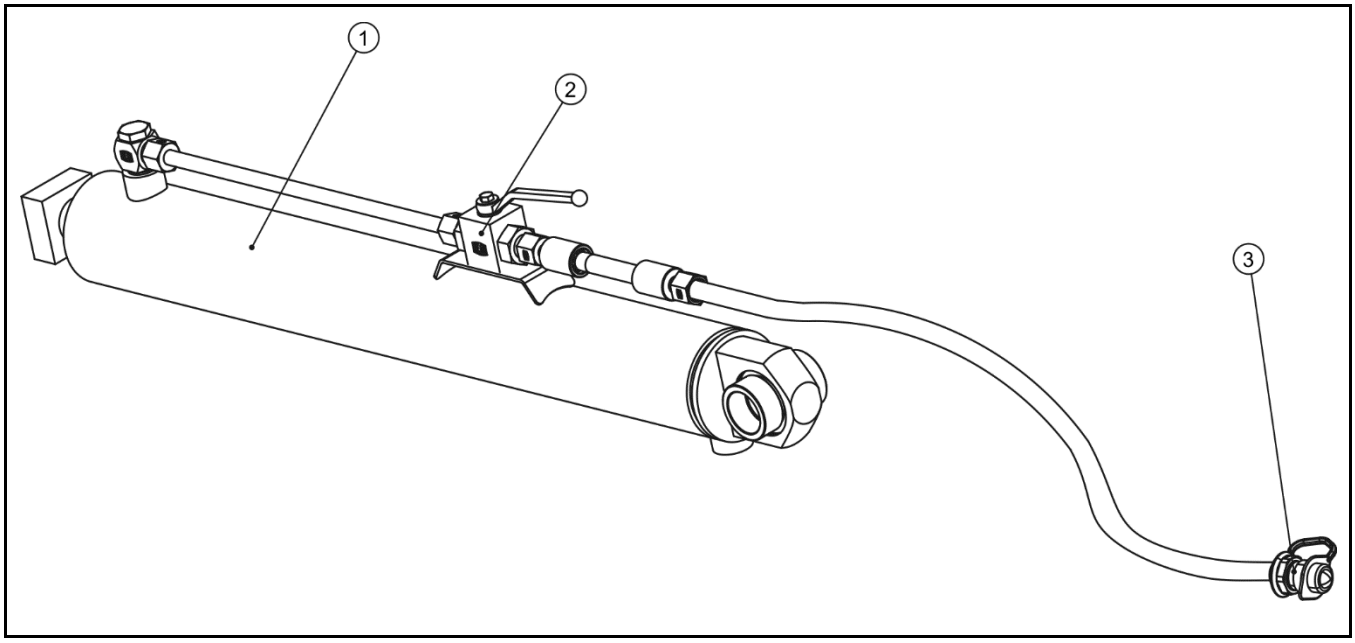

**РИСУНОК 3.5 Устройство гидравлической системы**
Гидравлическая система (РИСУНОК 3.5) передненавесной косилки PDF300 / PDF300C служит для подъема и опускания режущего аппарата. На машине установлен гидроцилиндр одностороннего действия (1). Гидроцилиндр питается от внешней гидравлической системы трактора и подсоединяется при помощи гидропровода через быстроразъемное соединение (3). Гидроцилиндр оснащается шаровым клапаном (2), который служит для блокирования положения гидроцилиндра на время транспорта.